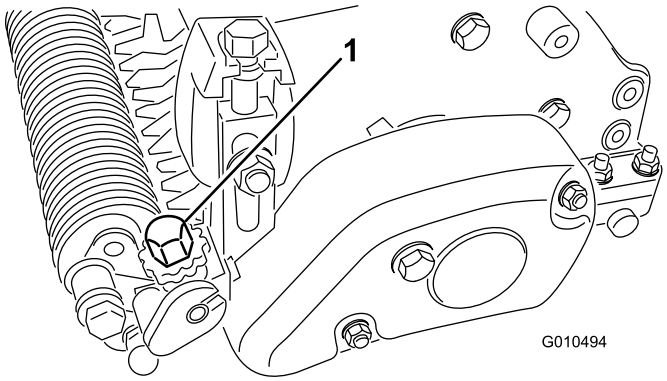

Figur 25
6. Vrid på trimsatsens höjdjusteringsreglage för att höja eller sänka knivspetsen till önskad trimningshöjd (Figur 25).